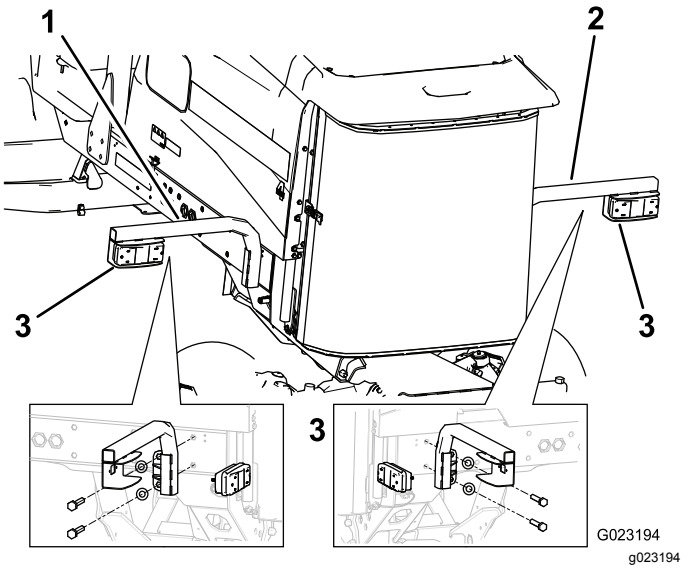

Figuur 19
2. Bevestig de beugel van het linkerlicht aan de beugel en het frame. Gebruik hierbij 2 bouten (⅝" x 3"), 2 platte ringen en 2 contramoeren; zie (Figuur 19).
3. Monteer de achterlamp op de beugel van het licht met de bouten en moeren die bij het licht zijn geleverd (Figuur 19).
5. Monteer de beugel van het rechterlicht aan het frame met 2 bouten (⅝" x 3") en 2 platte ringen (Figuur 19).